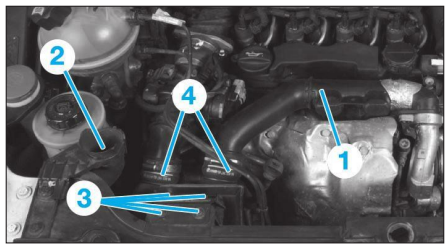
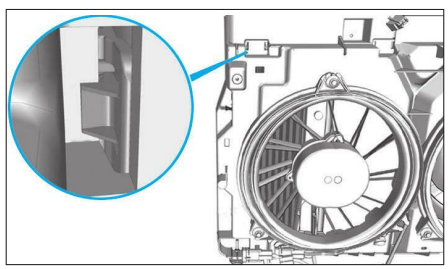

**Fig. 56**
**Fig. 57**
- le résonateur (1) **(Fig.56)**,
- le conduit d'évacuation d'eau (2),
- les vis (3)
• Désaccoupler et écarter les manchons d'air (4)
• A l'aide d'un tournevis plat, dégrafer la fixation de l'échangeur air/air **(Fig.57)**.